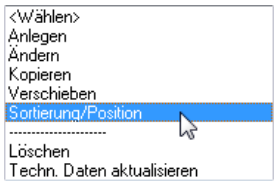

Bild 27.70 – *Seite,* Menüpunkt *Sortierung/Position*
- Aktivieren Sie die Gruppe mit den zu ordnenden Seiten – z. B. die kopierte Gruppe *ERH - Erhitzer* aus der SHN-Bibliothek – und wählen Sie im Listenmenü der Seiten *Sortierung/Position* (Abb. 27.70).